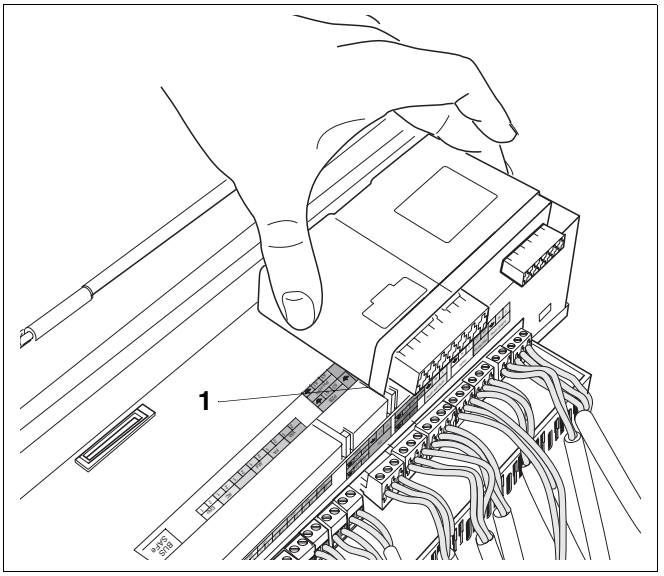

Bild 31 Funktionsmodule einstecken
- Äußere hintere Rasthaken des Funktionsmoduls in die Laschen am Regelgerät führen (Bild 31, **Pos. 1**).
- Modulvorderseite nach unten drücken (Bild 31).